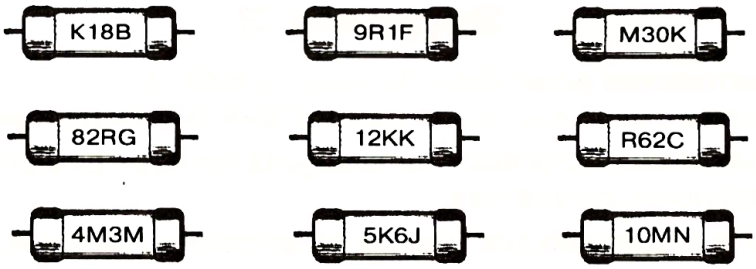

Рис. 4
2. Расшифруйте надписи, нанесенные на резисторах (рис. 4).